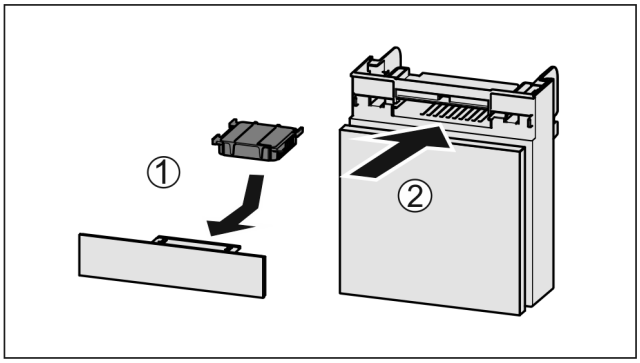

*Fig. 51*
▶ Insérer le filtre à charbon actif d'après le schéma *Fig. 51 (1)*.
▶ Insérer le compartiment *Fig. 51 (2)*.